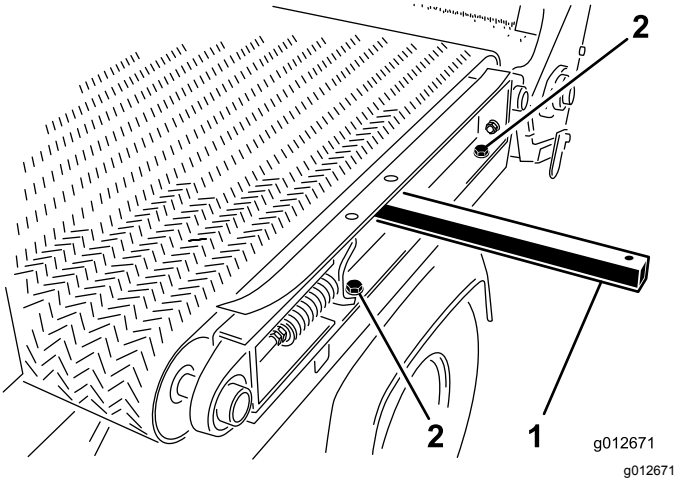

Rysunek 29
5. Po lewej stronie maszyny wykręć 2 śruby i 2 podkładki mocujące szynę ramy ślizgowej do lewego błotnika (Rysunek 29).
1. Przełóż pręt unoszący przez otwór w lewej szynie ramy ślizgowej i podnieś go, aby lekko pochylić szynę ramy; patrz Rysunek 29 w punkcie Rozmontowywanie sań ślizgowych (Strona 25).